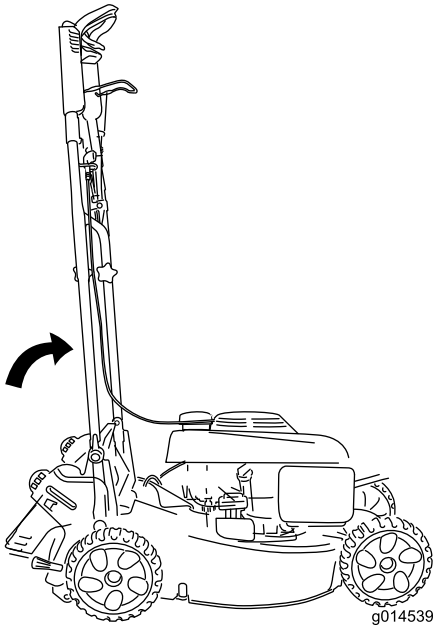

Figura 29
- Per il rimessaggio del tosaerba che occupi il minor spazio in piano possibile, fermate la stegola in posizione verticale (come mostrato in Figura 29) e serrate i fermi.